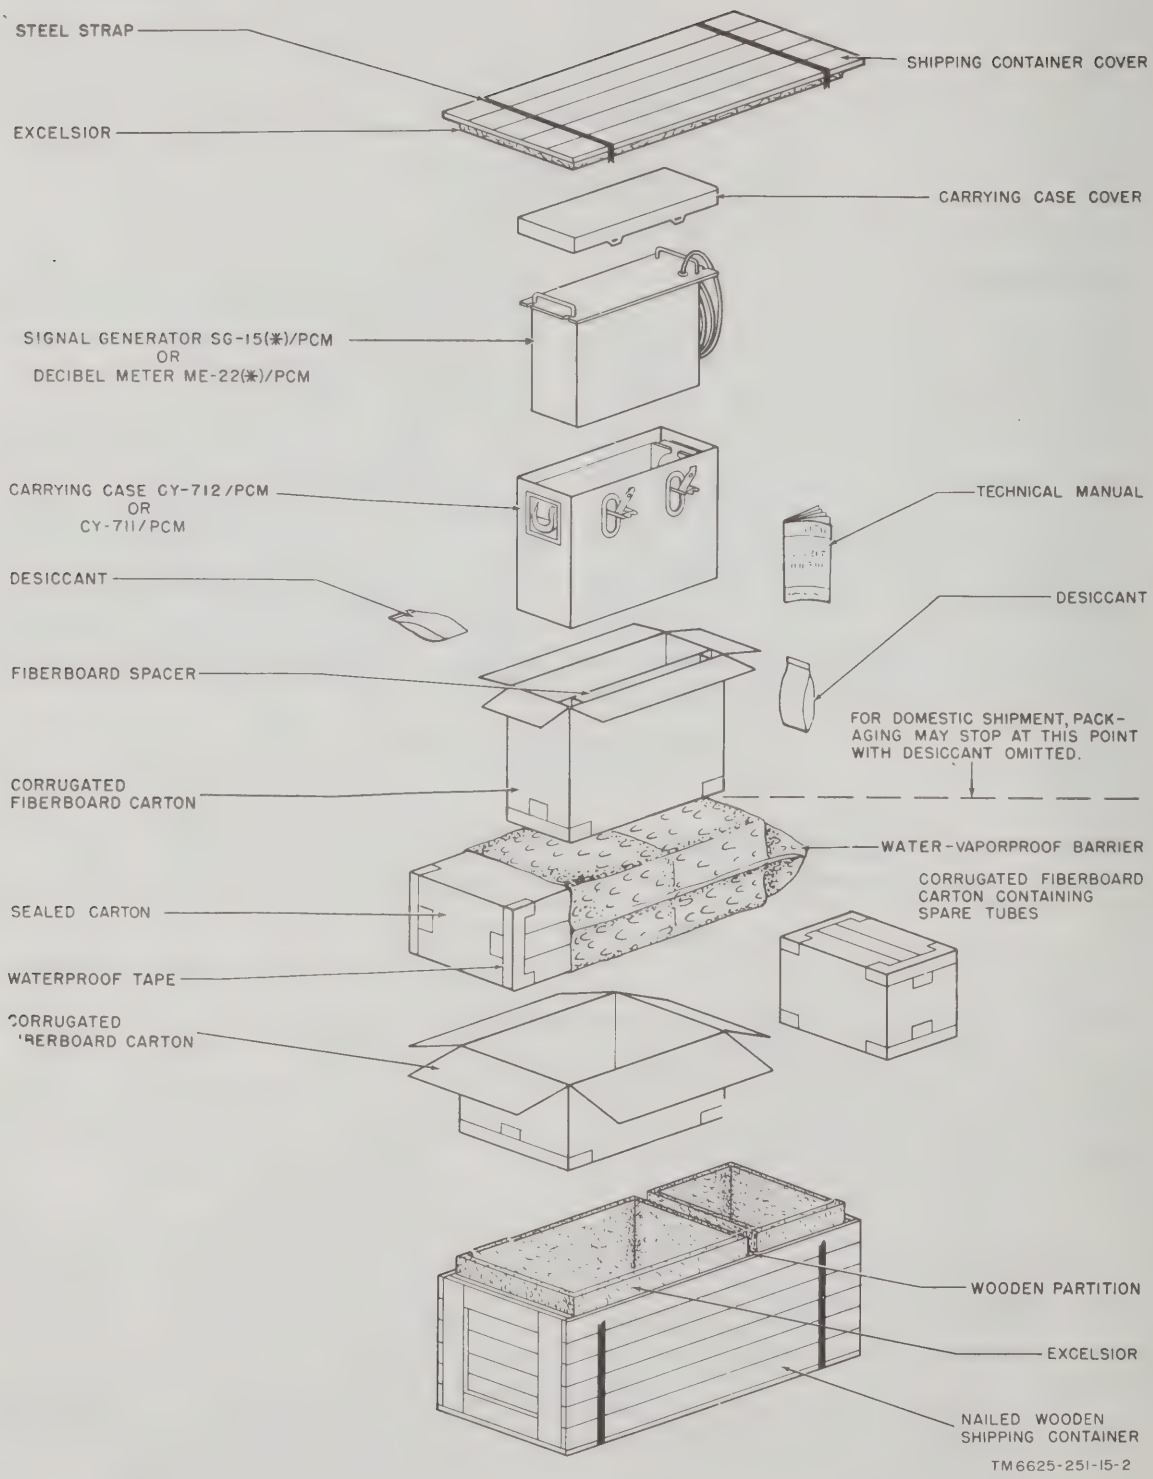

Figure 2–1. Signal generator SG–15(*)/PCM or decibel meter ME–22(*)PCM, packaging details for domestic and overseas shipment.
b. Packaging Data. Signal Generator SG–15(*)/PCM and Decibel Meter ME–22(*)/PCM may be shipped as single items or as Test Set TS–140/CPM. In addition, the equipment may be packaged for either domestic or oversea shipment. The package containing the decibel meter is designated CASE 1 OF 2 CASES and the package containing the signal generator is designated CASE 2 OF 2 CASES (fig. 2–1).